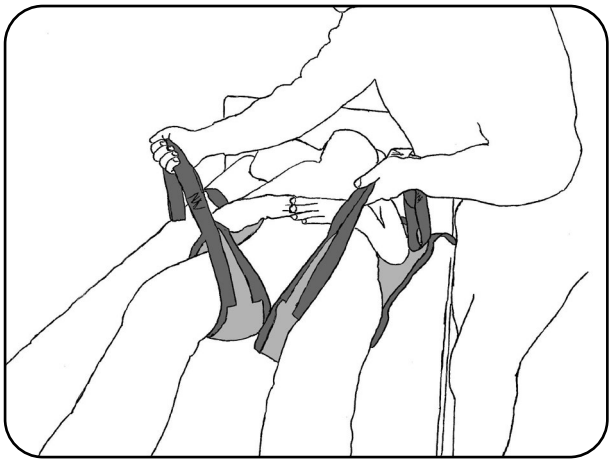

Abb. 8.3.02 - Beinstützen zwischen den Beinen des Patienten positioniert
7. Drehen Sie den Patienten wieder auf den Rücken und ordnen Sie die Beinstützen zwischen den Beinen des Patienten an (Abb. 8.3.02). Achten Sie darauf, dass die Beinschlaufen gleich lang sind. Die Schulterschlaufen liegen jeweils im Bereich der rechten und linken Schulter.